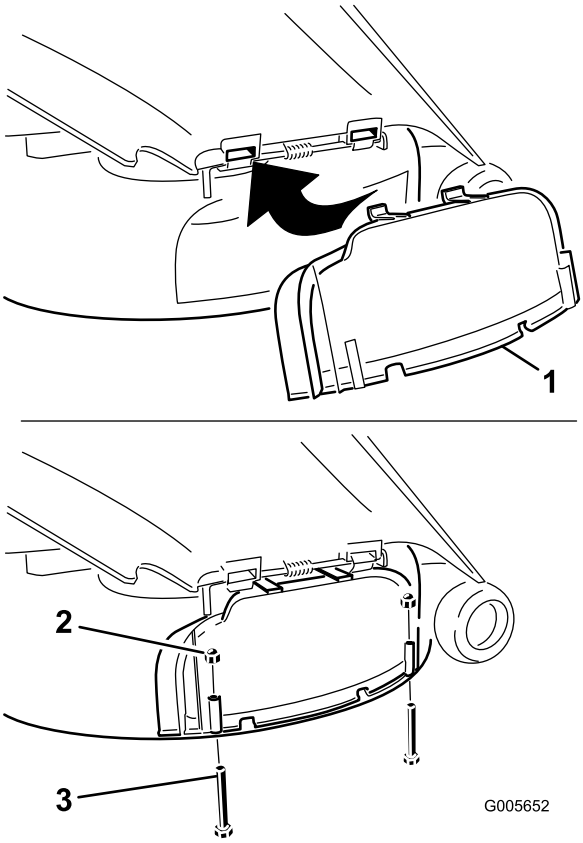

Figur 30
3. Løft græsdeflektoren, og skub tapperne på oversiden af udblæsningsdækslet ind under græsdeflektorens holdestang. Drej udblæsningsdækslet ned mod åbningen og mod plæneklipperens nederste kant (Figur 30).
4. Fastgør udblæsningsdækslet til plæneklipperens nederste kant med to bolte (1/4 x 2-1/2 tommer) og to hættemøtrikker (1/4 tommer) som vist i Figur 30.